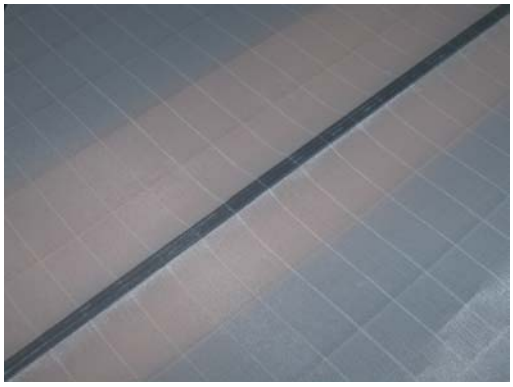

Figure 15: Fully adhered spine to sail.
18. Press with your fingers to burnish the spine to the sail. See Figure 15.